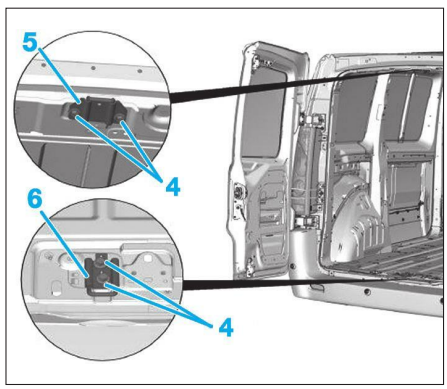

**Fig. 104**
*Si le réglage est incorrect, effectuer la même opération sur les gâches fixées sur la carrosserie **(Fig.104)**.*